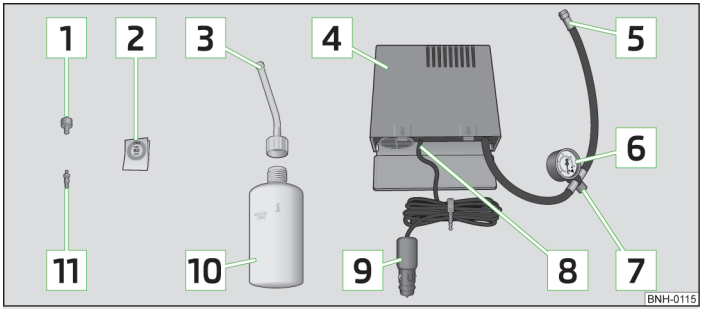

Fig. 116 **Components of the breakdown kit**
The valve remover 1 » Fig. 116 has a slot at its lower end which fits into the valve core. This is the only way in which you can remove and re-install the valve core from the tyre valve. The same also applies to the replacement valve core 11.
- Stick the sticker 2 » Fig. 116 » page 150 on the dashboard in view of the driver.
- Forcefully shake the tyre inflator bottle 10 » Fig. 116 » page 150 several times.
- Screw the tyre inflation hose 5 » Fig. 116 » page 150 of the air compressor firmly onto the tyre valve.